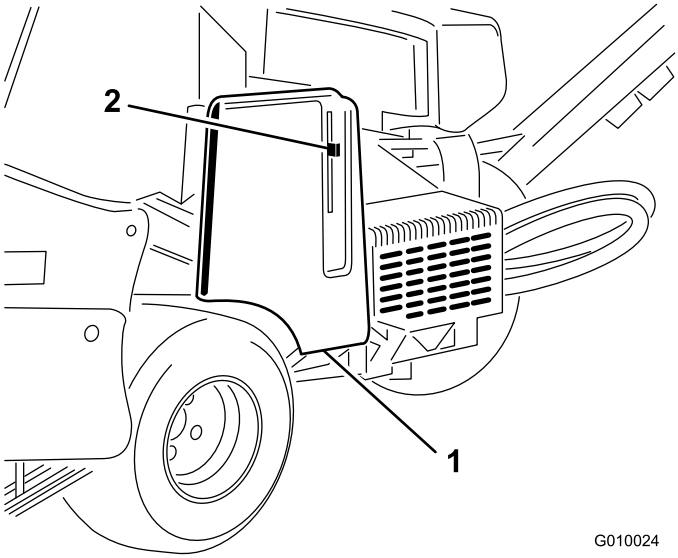

**Rysunek 17**
2. Odblokuj i zdejmij pokrywę paska (Rysunek 17).